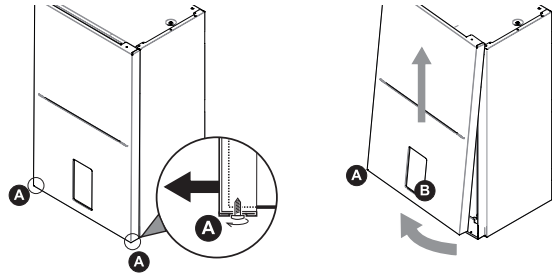

rys. 14 - demontaż panelu przedniego
- Częściowo odkręcić śruby A (patrz "rys. 14 - demontaż panelu przedniego").